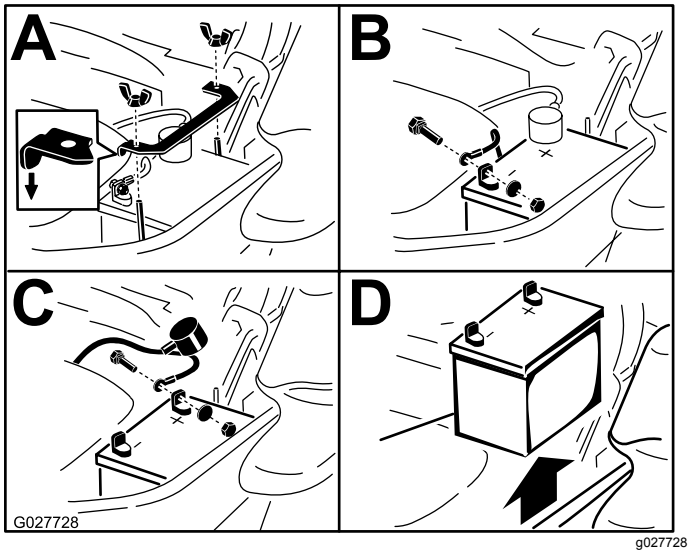

Figuur 63
3. Verwijder de accu zoals getoond in Figuur 63.